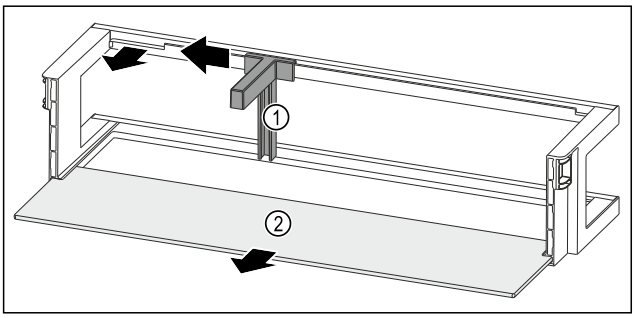

Fig. 203 Raft montat pe ușă cu suport pentru sticle și raft
▶ Împingeți în lateral suportul pentru sticle *Fig. 203 (1)* până la degajare.
▶ Extrageți suportul pentru sticle *Fig. 203 (1)*.
▶ Extrageți raftul *Fig. 203 (2)*.